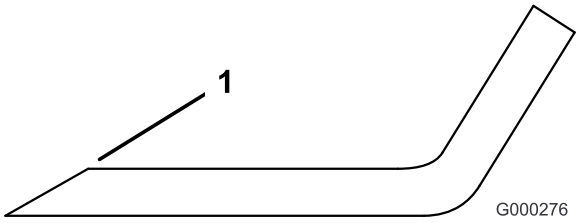

Figura 59
1. Utilice una lima para afilar el filo de corte en ambos extremos de la cuchilla (Figura 59). Mantenga el ángulo original. La cuchilla permanece equilibrada si se retira la misma cantidad de material de ambos bordes de corte.